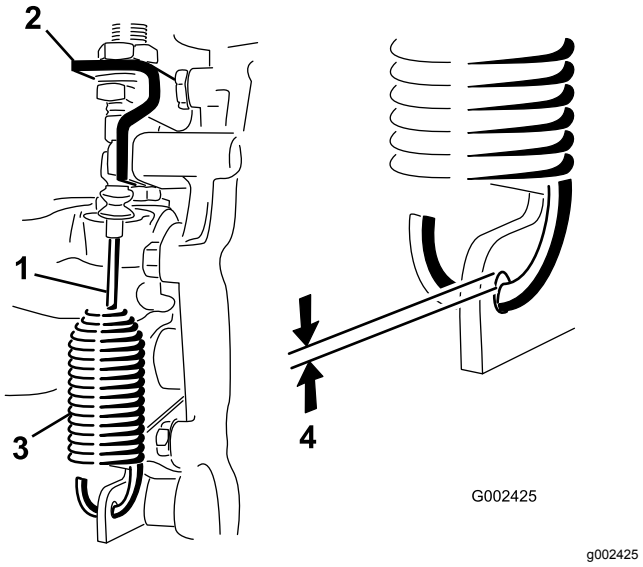

Figuur 45
2. Draai de contramoeren los waarmee de kabel van de differentieelvergrendeling vastzit aan de beugel op de transaxle (Figuur 45).